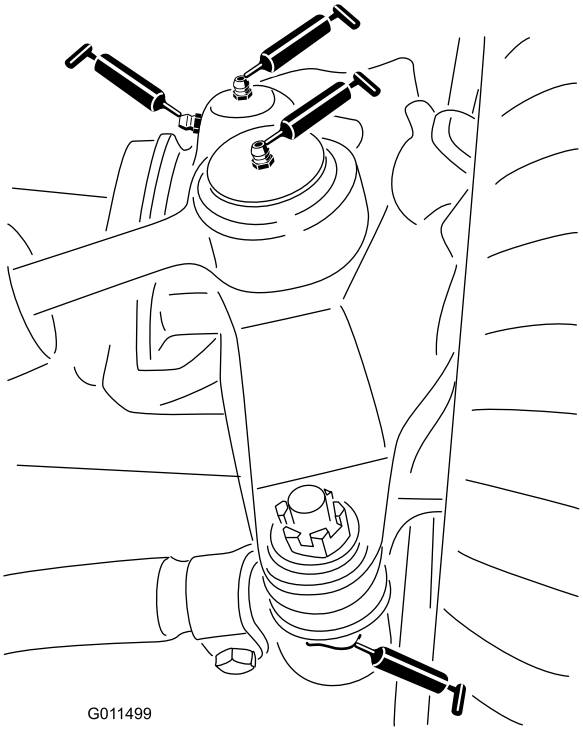

Figur 37
- 2 kulleder för styrcylindern (Figur 37)
- 2 kulleder för dragstången (Figur 37)
- 2 axeltappsbussningar (Figur 37).